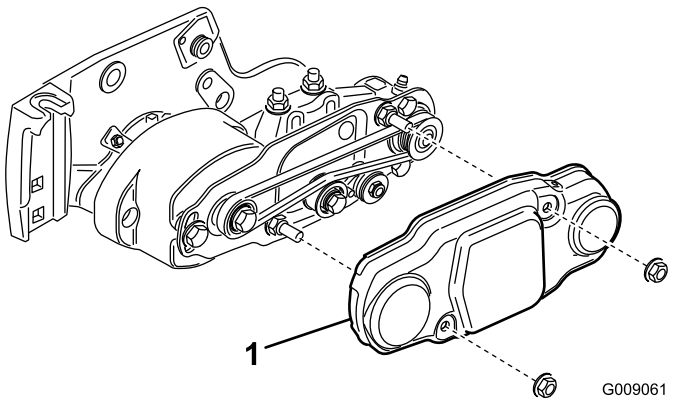

Figuur 15
3. Draai de twee montagemoeren van de rolborstelkap los en verwijder de kap (Figuur 15).